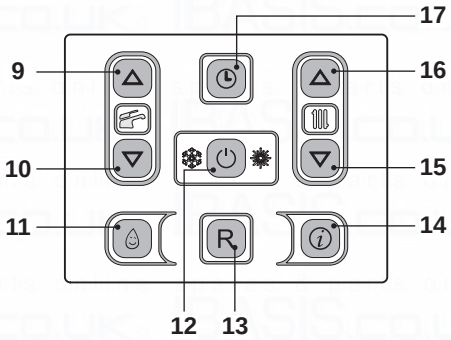
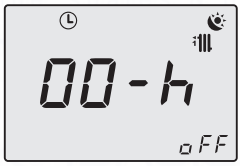

Fig. 2.17
Fig. 2.18
Enter the "timed manual heating function programming menu" by pressing keys 15 and 16 (Fig. 2.17) at the same time for 2 seconds until the symbols shown in Fig. 2.18 appear on the LCD display.
Press key 12 (Fig. 2.17) to modify the function status:
Press keys 9 or 10 (Fig. 2.17) to modify the time interval governing the forced heating function from a minimum of one hour to a maximum of 30 days.
To exit programming without making any modifications, press keys 15 and 16 (Fig. 2.17) at the same time for 2 seconds or wait for 60 seconds.
Hold down keys 15 and 16 (Fig. 2.17) at the same time for 2 seconds until the remaining time and the status of the function in progress appears on the LCD display.
Press key 12 (Fig. 2.17) to modify the function status when in "**oFF**".
To exit programming without making any modifications, press keys 15 and 16 (Fig. 2.17) at the same time for 2 seconds or wait for 60 seconds